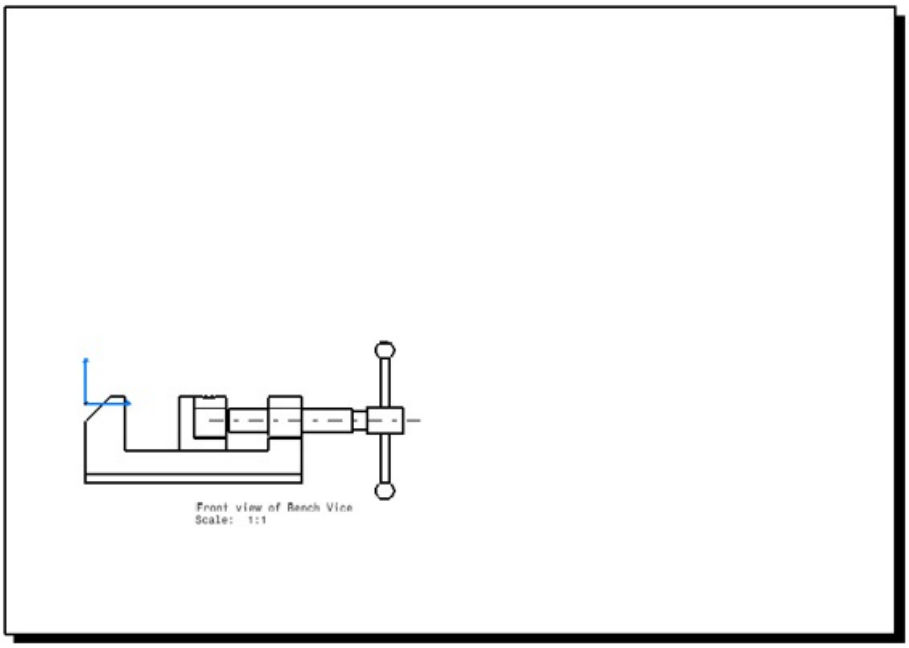

Figure 13-57 *The drawing sheet after generating the front view*
d. Generate the front view, refer to Figure 13-57.
7. Drag the view close to the lower-left corner of the drawing sheet, refer to Figure 13-57.
9. Invoke the **Properties** dialog box for the front view and then select the **Center Line** and **Axis** check boxes from it. To turn off the display of the view frame, clear the **Display View Frame** check box, and then choose the **OK** button from the **Properties** dialog box. The drawing sheet after generating the front view is shown in Figure 13-57.